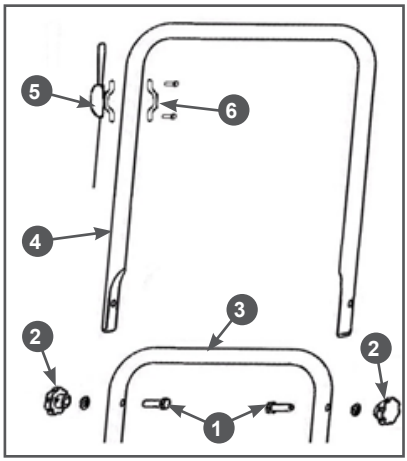

Рис. 2 Установка рабочей рукоятки
1. Совместите отверстия в нижней части 3 и верхней части 4 рабочей рукоятки и вставьте с внутренней стороны рукоятки в эти отверстия болты 1 (Рис. 2).
2. С внешней стороны установите плоские шайбы и закрутите гайки - барашки 2 до упора (Рис. 2).
3. Установите рычаг газа с тросом 5 на рабочую рукоятку и закрепите его с помощью скобы крепления 6 и крепежа (Рис. 2).